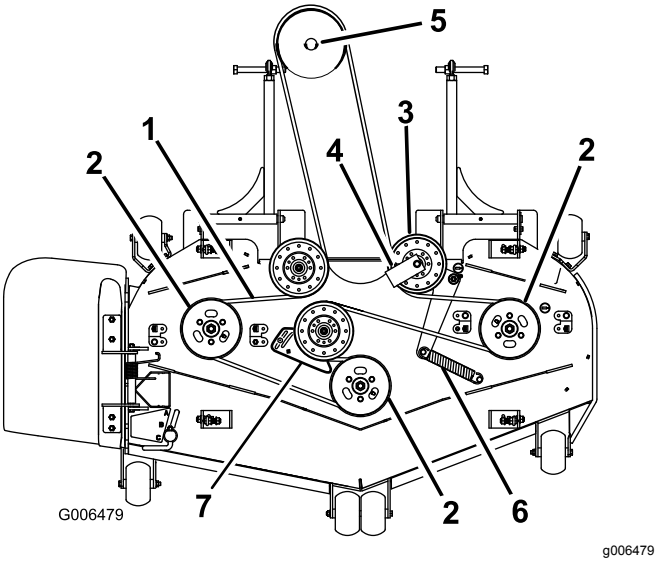

Figur 88
7. Fjern remføreren på den fjærbelastede lederullen, som vist i Figur 88.
9. Monter den nye remmen rundt knivremskivene og girkasseremskiven under motoren (Figur 88).
10. Monter remføreren på den fjærbelastede lederullen i en vinkel på 45 grader, som vist i Figur 88. Trekk til bolten med et moment på 37–45 Nm.
11. Monter ledefjæren på de to postene (Figur 88).